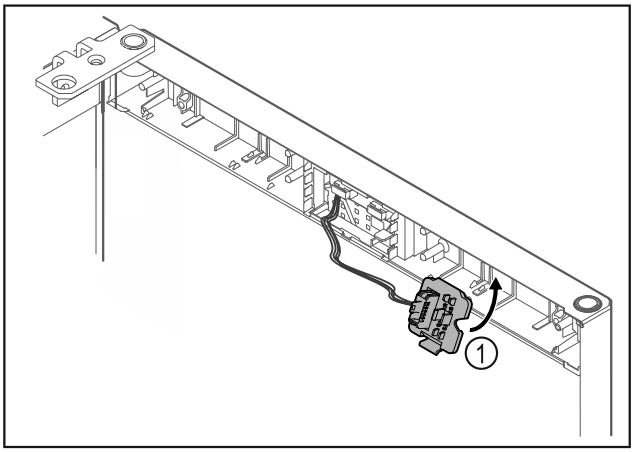

Fig. 12
▶ Fixați în poziție suportul fișei *Fig. 12 (1)* pe partea opusă.*